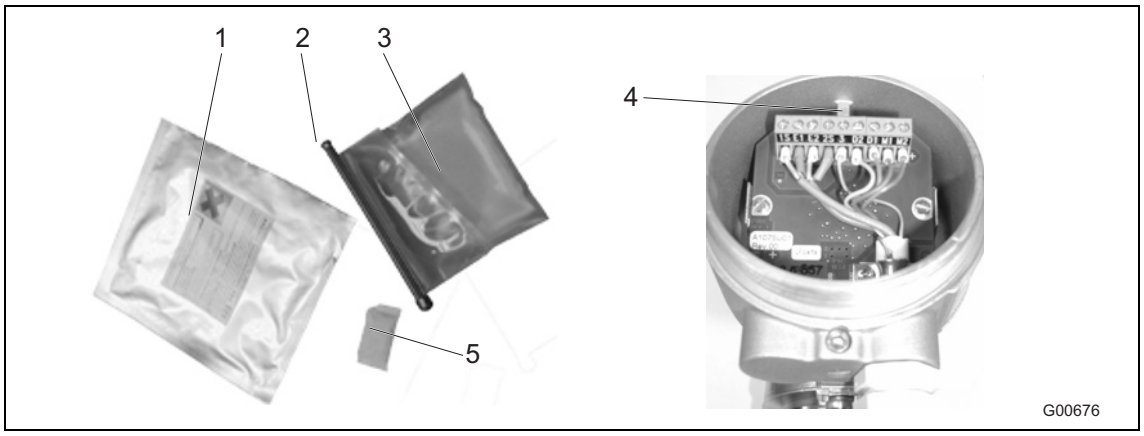

Fig. 37
- Fyld ikke tilslutningskassen for meget – sørg for, at der ikke kommer støbemasse på O-ring og tætning/not (se illustration Fig. 37).